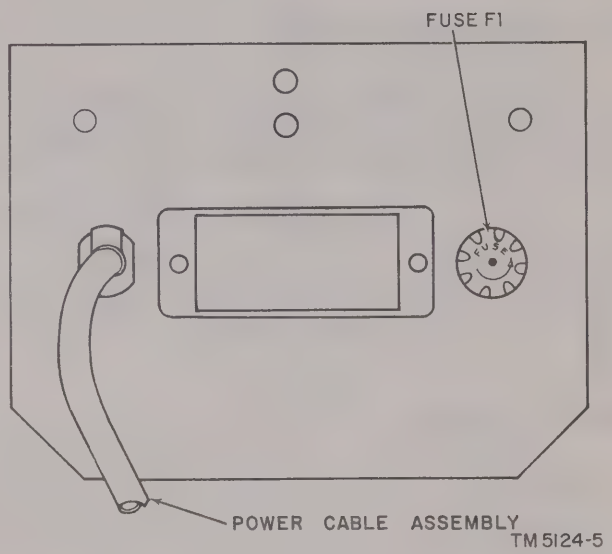

Figure 2–2. Rear panel, fuse location.
(1) Connect a piece of No. 18 AWG solid bare wire from terminal 1 on power transformer T1 to terminal 8.
(2) Connect another piece of No. 18 AWG solid bare wire from terminal 2 on power transformer T1 to terminal 9.
(3) Use a 1-ampere slow-blow fuse, type 3 AG, for 105- to 125-volt operation (fig. 2–2).
(1) Remove the bare wire connections between terminals 1 and 8 and terminals 2 and 9 on power transformer T1.
(2) Use a piece of No. 18 AWG bare wire and connect terminal 2 to terminal 8 on power transformer T1.
(3) Change fuse F1 to a 0.5-ampere slow-blow fuse (fig. 2–2).